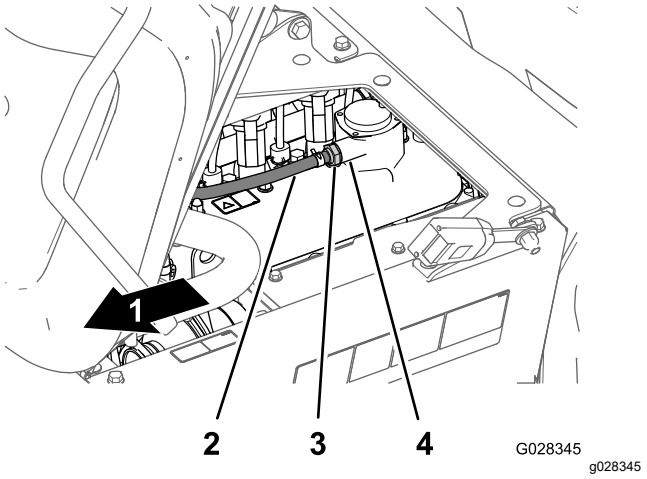

Рисунок 81
2. Снимите клапан ПВК со штуцера крышки клапанной коробки двигателя (Рисунок 81).
Примечание: Если внутренний ограничитель клапана дребезжит, клапан ПВК подлежит техобслуживанию; если внутренний ограничитель не дребезжит при встряхивании, замените клапан ПВК (Рисунок 81).
4. Вставьте клапан ПВК до полной посадки в уплотнении штуцера крышки клапанной коробки (Рисунок 81).